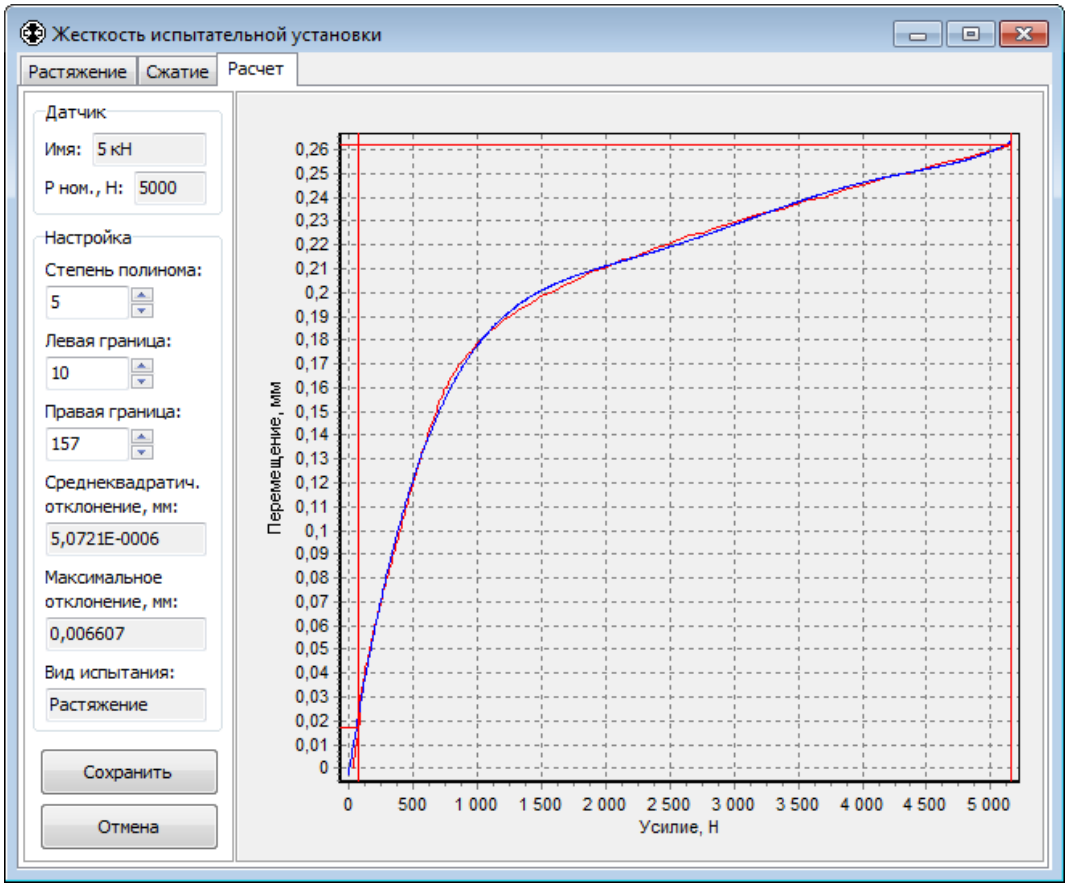

Рис. 60. Настройка кривой жесткости испытательной установки
5. На вкладке «**Расчет**» на экране отобразятся два совмещенных графика (рис. 60). Красным цветом – диаграмма испытания, а синим – аппроксимированная степенным полиномом сглаженная зависимость, которая в дальнейшем будет использована в качестве кривой жесткости. Вертикальными линиями на диаграмме отмечен расчетный интервал аппроксимации. За пределами этого интервала выполняется экстраполяция.